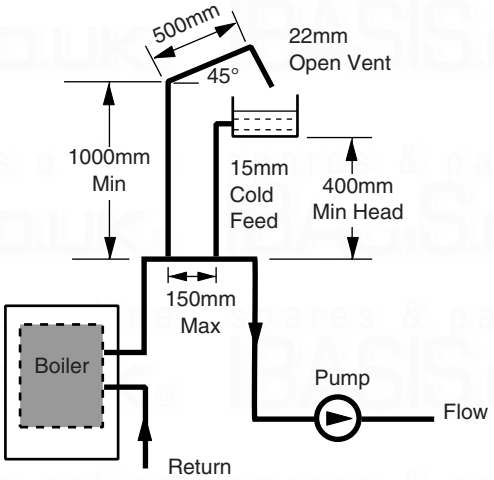

Fig. 8 **Typical Low Head Installation**
1. Using a close couple arrangement the minimum head is as shown in the diagrams (Figs. 8 & 9) subject to the following conditions: